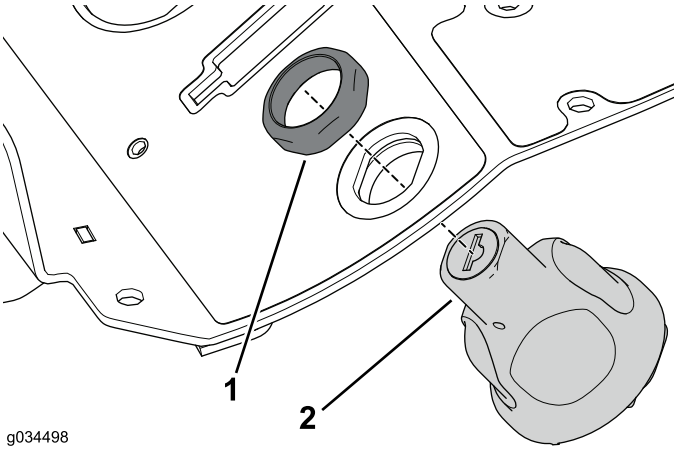

Figure 29
4. Use the retaining nut you removed earlier to secure the ignition switch to the console assembly (Figure 29).